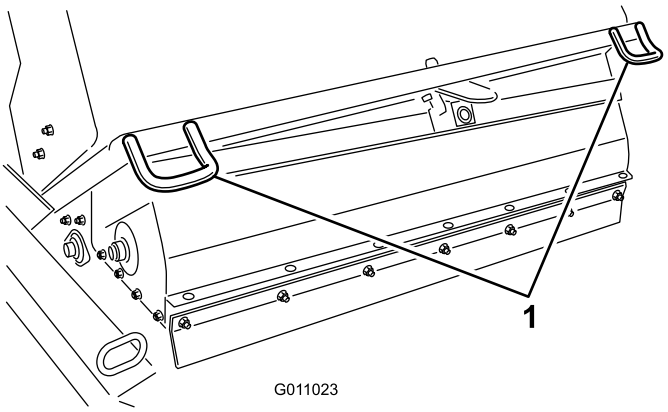
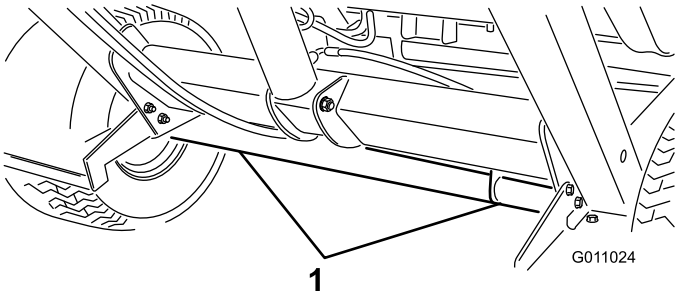

Figuur 27
Figuur 28
- Als u de pluggenruimer transporteert, moet u deze vastzetten. De voorkant van de machine wordt vastgezet bij de bevestigingspunten (Figuur 27) en de achterkant van de machine bij de as (Figuur 28). Indien u de machine op andere punten vastzet, kan deze worden beschadigd.